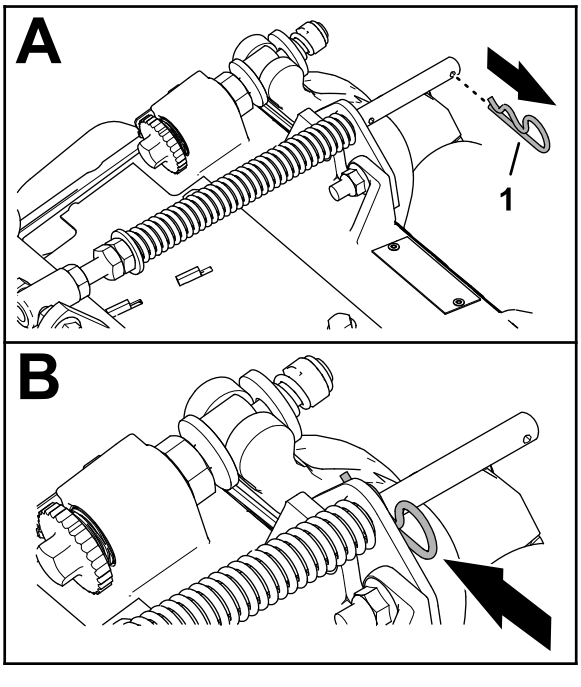

Figuur 6
1. Zit de borgpen in de achterste opening van de stang van de compensatieveer, verwijder deze dan en steek ze in de opening naast de beugel (Figuur 6).